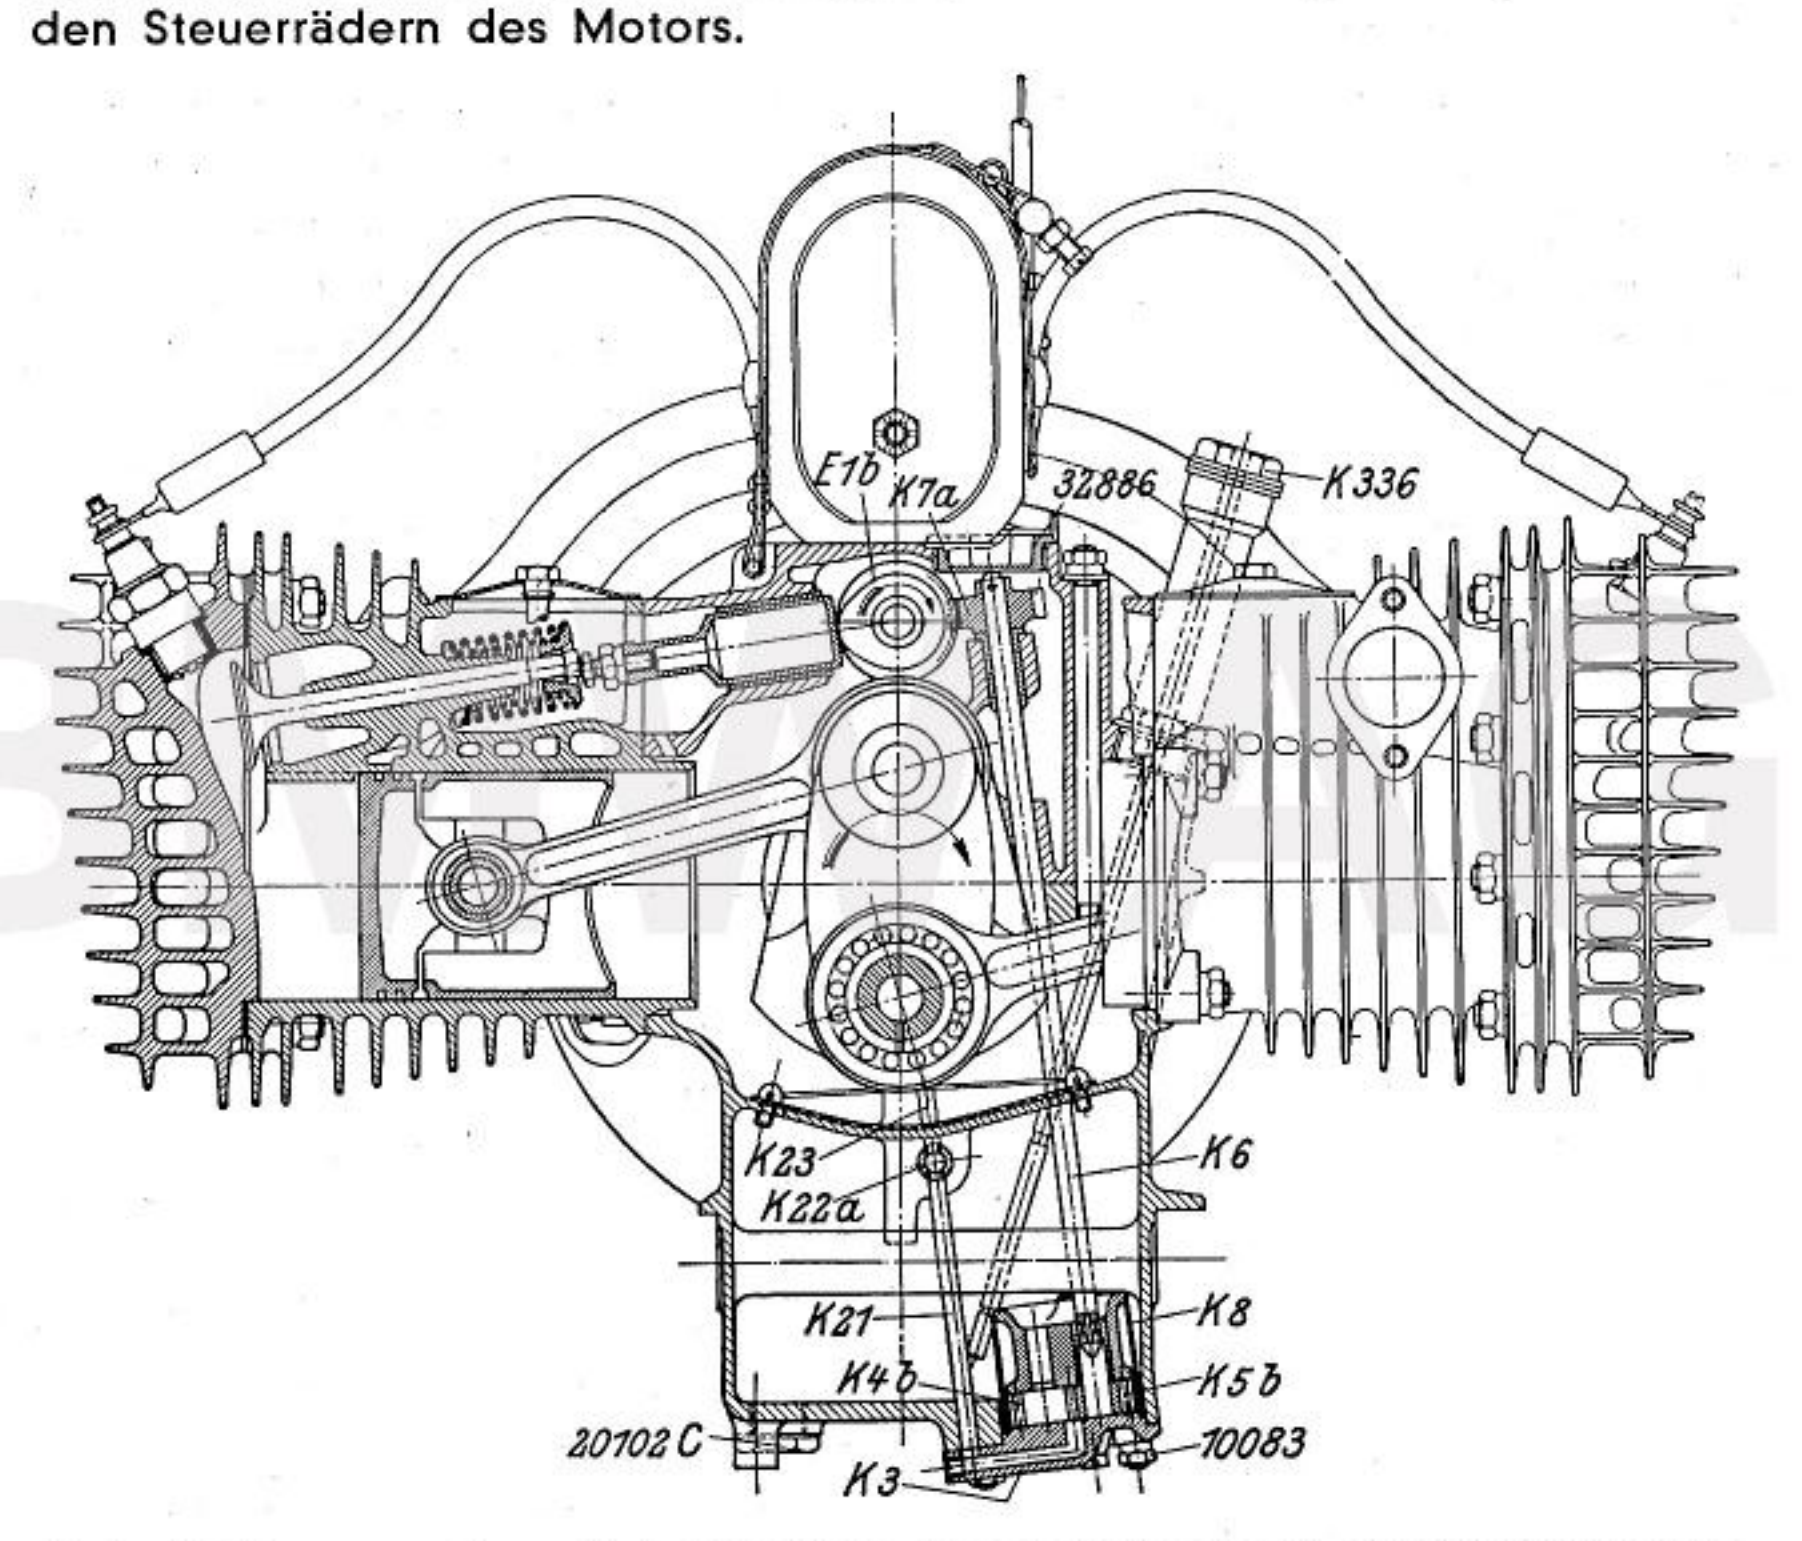

Abb. 15 Tourenmotor mit teilweisem Querschnitt durch die Zylindermitte
Wichtig! Vor Auseinandernehmen der Motorgehäusehälften zuerst Verschlußschraube 32886 entfernen, dann Antriebswelle K 6 mit Schneckenrad K 7a mittels Flachzange herausziehen (Abb. 15).
9. Schmierung und Ölkontrolle: Die Schmierung erfolgt unter hohem Druck vollkommen selbsttätig wie bei einem neuzeitlichen Kraftwagenmotor, sodaß ausreichende Ölversorgung auch bei höchster Beanspruchung sichergestellt ist. Eine im Motorgehäuseunterteil eingebaute Zahnradpumpe (Abb. 15) saugt durch einen Seiher **K 8** das Öl durch die Tätigkeit der beiden Zahnräder **K 5 b** und **K 4 b** an, von denen das erstere mittels einer Welle **K 6** und Schneckenrad **K 7a** von der Schnecke auf